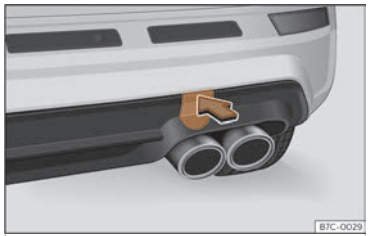

Fig. 192 En el lado derecho del paragolpes trasero: retirar la tapa.
El alojamiento de la argolla de remolque enroscable se encuentra en el lado derecho del paragolpes trasero detrás de una tapa ››› **fig. 192**.
- Presione sobre la zona superior de la tapa ››› fig. 192 para desencastrarla.